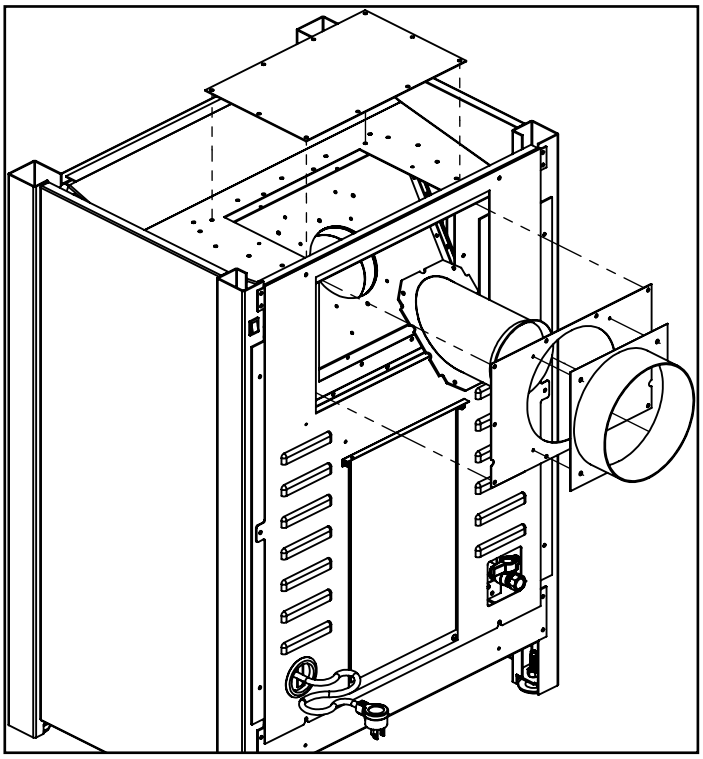

**Figure 19. Vent Conversion - Step 3**
**Step 3:** Switch the removed parts around as shown in Figure 19 and re-install all 28 screws. To correctly install the base plate keep the locating notch on each side at the bottom. Also note the exhaust spigot uses a lower set of holes when setup as a rear vent.